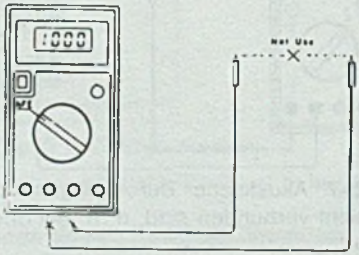

Fig. 5-8 Transistor-hFE-Test
2. Stellen Sie fest, ob es sich um einen NPN-oder PNP-Transistor handelt und ermitteln Sie den Emitter-, Basis-und Collector-Anschluss. Setzen Sie diese Anschlüsse in die entsprechenden Löcher der Buchse auf der Frontseite ein (siehe Fig. 5-8).